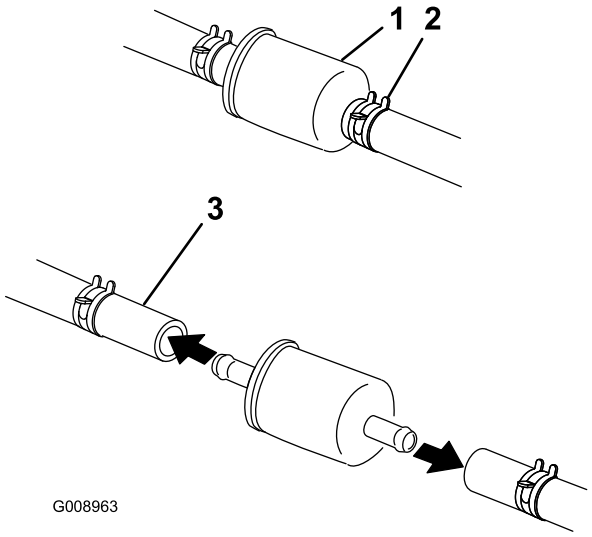

Figur 57
5. Stäng bränslekranen under sätet (Figur 57).
6. Kläm ihop ändarna på slangklämmorna och skjut bort dem från filtret (Figur 57).
8. Montera ett nytt filter och för tillbaka slangklämmorna tätt intill filtret igen (Figur 57).